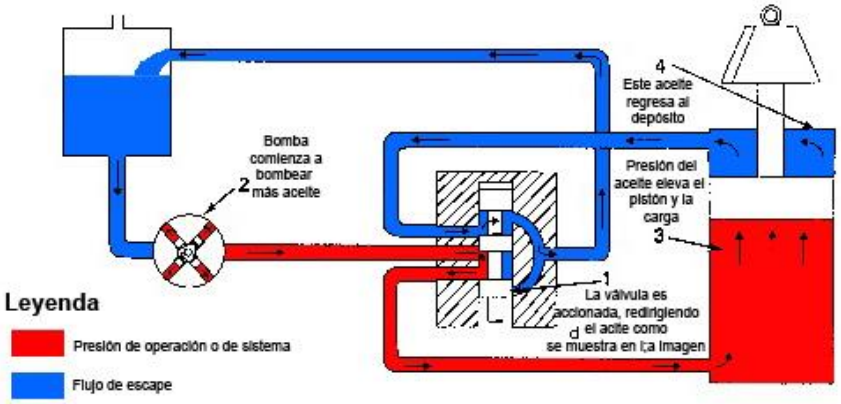

Figura 62
d. Sistema de centro cerrado. En este sistema, una bomba puede descansar cuando no se necesita que el aceite opere una función. Esto significa que una válvula de control está cerrada en el centro, deteniendo el flujo del aceite desde la bomba. La Figura 62 muestra un sistema de centro cerrado. Para operar varias funciones de manera simultánea, un sistema de centro cerrado tiene las siguientes conexiones: